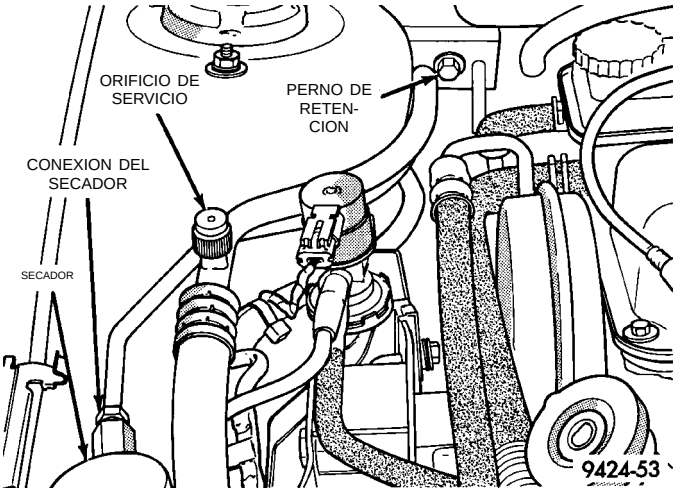

Fig. 43 Desmontaje de perno
(1) Retire el refrigerante del sistema de A/A usando una máquina de recuperación de refrigerante R-134a.
(2) Retire el perno de retención en la válvula de expansión (Fig. 43).
(3) Retire el conducto en el secador.
(4) Retire el conducto en el compresor.